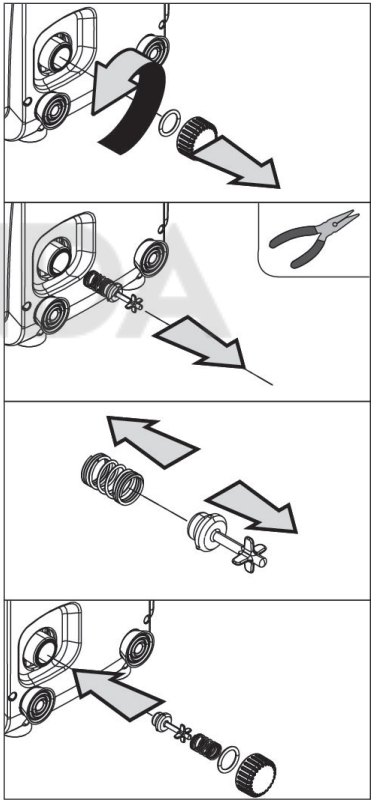

Рисунок 18
3. в любом случае выньте сливную пробку со стороны E, следя, чтобы не выпала уплотнительная манжета (Рисунок.18);